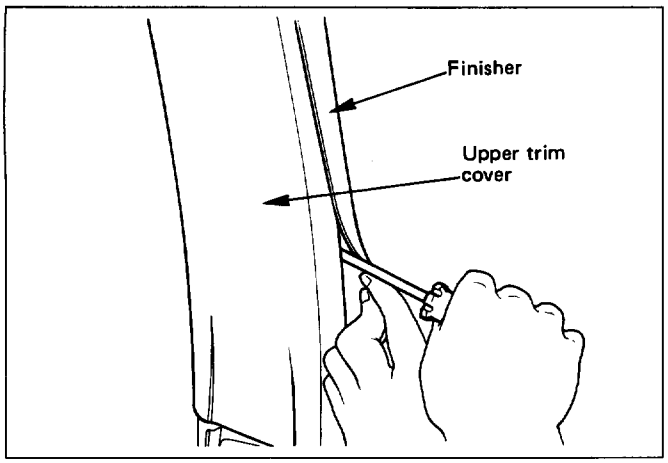

Fig. 10-116
4. **Center pillar upper trim cover (Fig. 10-116)**